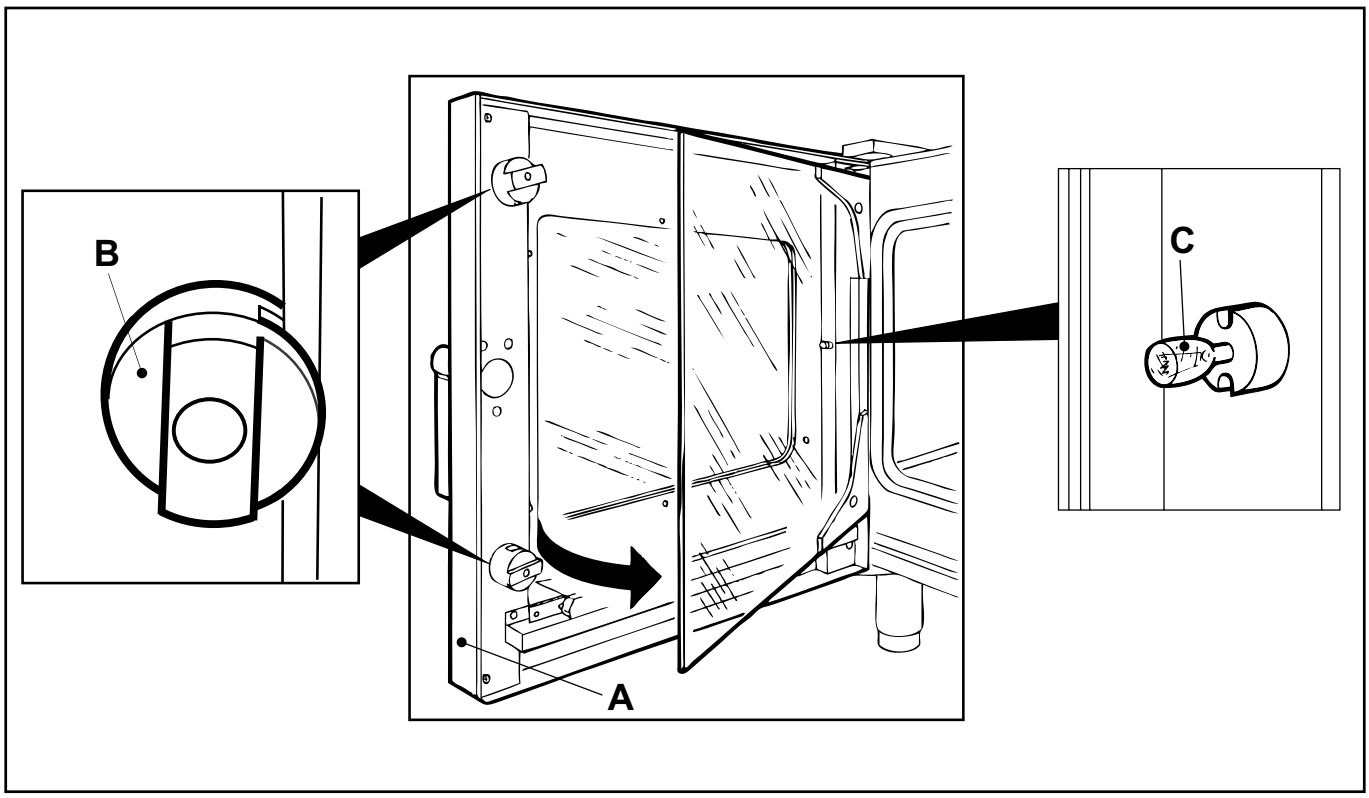

fig. 9
1) Abrir la puerta del horno (**A** - Fig. 9).
2) Girar los retenes de plástico (**B** - fig. 9) de bloqueo del vidrio interno y abrirlo de modo plegable.
3) Sustituir la lámpara (**C** - fig. 9).